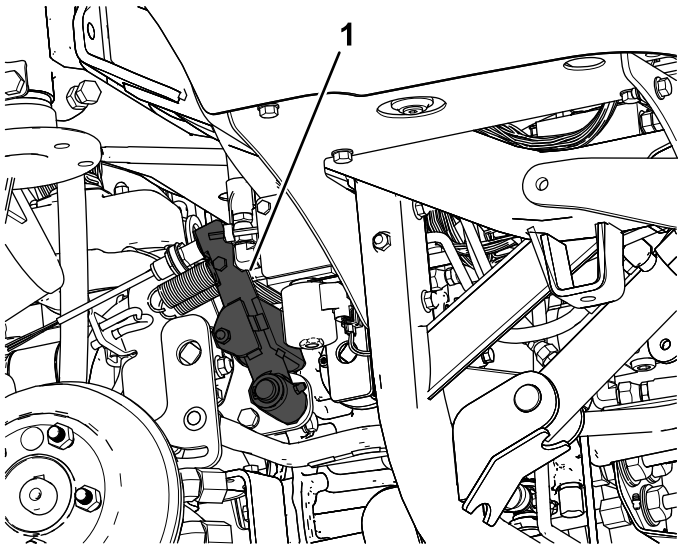
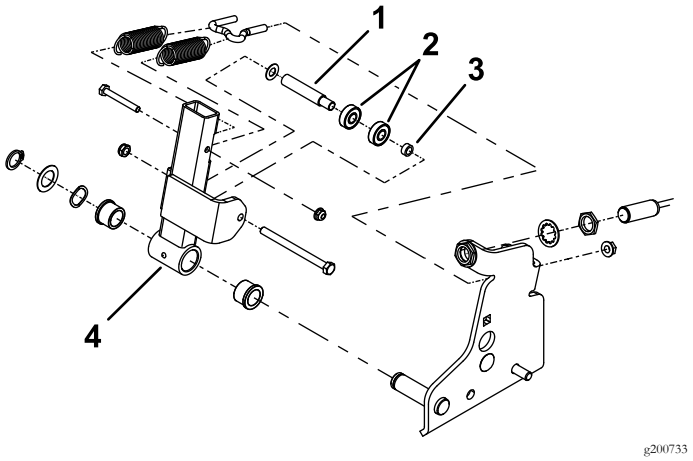

Figura 1
Figura 2
5. Individuate e rimuovete il gruppo del braccio di folle preesistente (Figura 1 e Figura 2).
8. Montate il gruppo del braccio di folle sulla macchina (Figura 2).